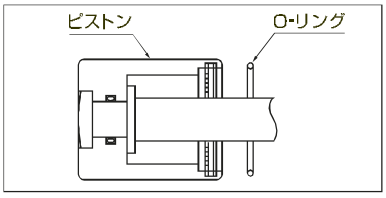

Fig.34
① O-リング及びロッドシールにグリースを塗布する。
② 各ＢＦダイヤフラムの両面に潤滑剤（例：二硫化モリブデン粉末）を塗布する。
③ a）ピストンへO-リングをはめ込む。（Fig.34）